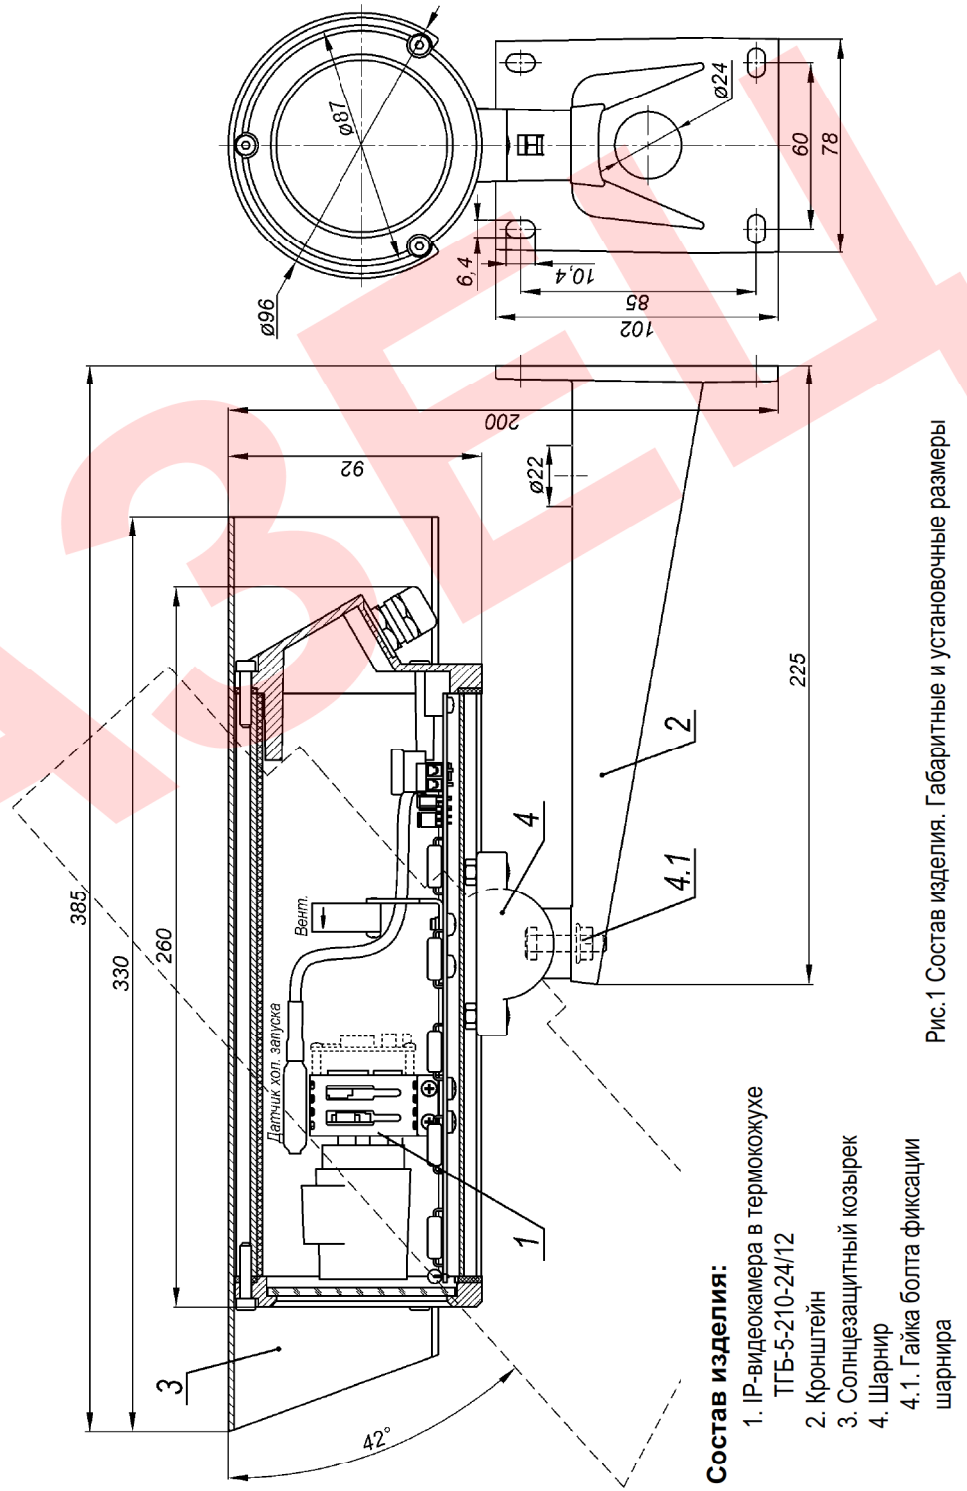

Рис.1 Состав изделия. Габаритные и установочные размеры
1. Установить кронштейн (поз.2 рис.1) на штатное место, закрепить на нём термокожух с видеокамерой (поз.1 рис.1).
7. Ослабив болт (поз.4.1 рис.1) фиксации шарнира (поз.4), установить видеокамеру на нужное направление обзора, после чего надёжно зафиксировать шарнир, затянув болт.